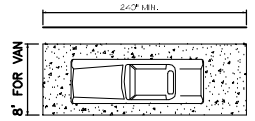

FIG. 10
4.6.5 PASSENGER LOADING ZONES. PASSENGER LOADING ZONES SHALL PROVIDE AN ACCESS AISLE AT LEAST 60" (1525mm) WIDE AND 20' (6.4 m) LONG ADJACENT AND PARALLEL TO THE VEHICLE PULL-UP SPACE (SEE FIG. 10). IF PARALLEL CURBS PROVIDE THE ACCESS AISLE AND THE VEHICLE PULL-UP SPACE, THEN A CURB RAMP COMPLYING WITH 4.7 SHALL BE PROVIDED. VERTICAL CLEARANCE OF PASSENGER LOADING ZONES AND ACCESS AISLES SHALL BE LEVEL WITH SURFACE SLOPES NOT EXCEEDING 1:50 IN ALL DIRECTIONS.
4.6.6 VERTICAL CLEARANCE. PASSENGER LOADING ZONES SHALL PROVIDE AN ACCESS AISLE AT LEAST 60" (1525mm) WIDE AND 20' (6.4 m) LONG ADJACENT AND PARALLEL TO THE VEHICLE PULL-UP SPACE (SEE FIG. 10). IF PARALLEL CURBS PROVIDE THE ACCESS AISLE AND THE VEHICLE PULL-UP SPACE, THEN A CURB RAMP COMPLYING WITH 4.7 SHALL BE PROVIDED. VERTICAL CLEARANCE OF PASSENGER LOADING ZONES AND ACCESS AISLES SHALL BE LEVEL WITH SURFACE SLOPES NOT EXCEEDING 1:50 (2%) IN ALL DIRECTIONS.